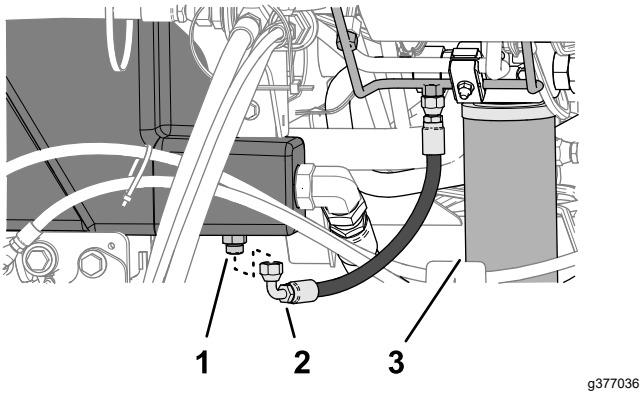

Рисунок 143
2. Поместите большой сливной поддон под прямой штуцер (Рисунок 143) гидравлического бака; см. раздел Проверка уровня гидравлической жидкости (страница 88).